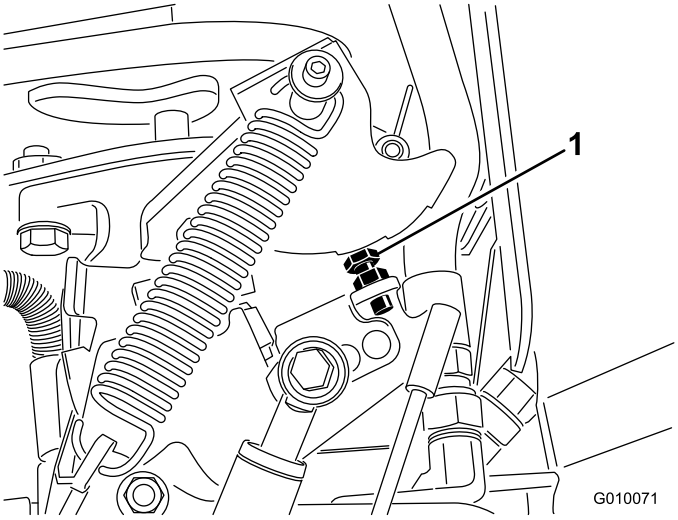

**Figur 66**
5. Hvis der er behov for at foretage en justering, skal pumpestopbolten drejes (Figur 66) tættere på stoppladen for at mindske hulmellemrummet, eller stopbolten skal drejes væk fra stoppladen for at forøge hulmellemrummet.